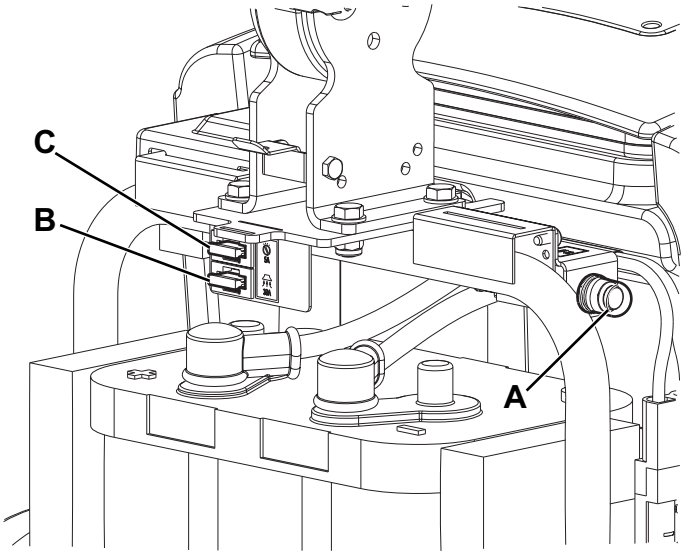

Afbeelding 8
2. Controleer of de programmahendel (31) in stand ‘0’ staat en koppel de accustekker (7) los.
3. Open de afdekking (4) en controleer of de volgende zekeringen zijn gesprongen of niet intact zijn (Afb. 8):
- (A): Herstelbare zekering F1 (35 A), motor voor de borstel.
- (B): Bladzekering F2 (30 A), aanzuigmotor.
- (C): Bladzekering F3 (5 A), extra functies.